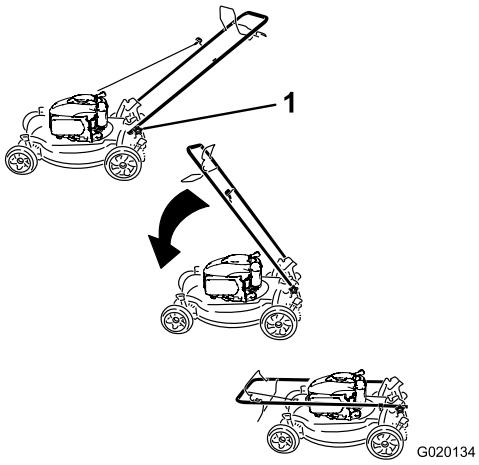

Bild 29
1. Lösen Sie die Griffhandräder, bis Sie den Griff ungehindert bewegen können (Bild 29).
1. Griffhandrad (2)
2. Schieben Sie den Griff nach vorne, siehe Bild 29.